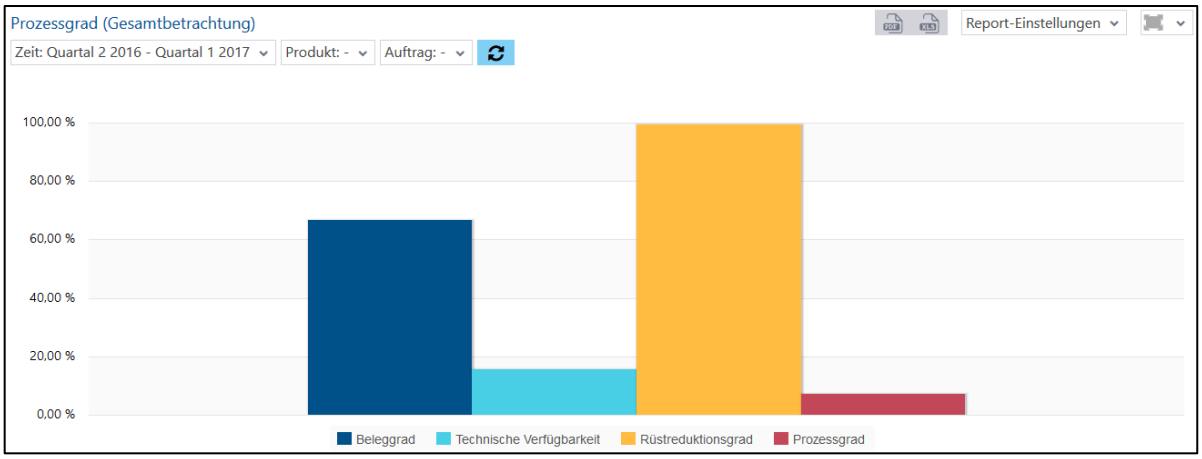

**Bild 141: Prozessgrad (Gesamtbetrachtung) als Säulendiagramm**
- Prozessgrad (Gesamtbetrachtung) als Säulendiagramm (Bild 141):